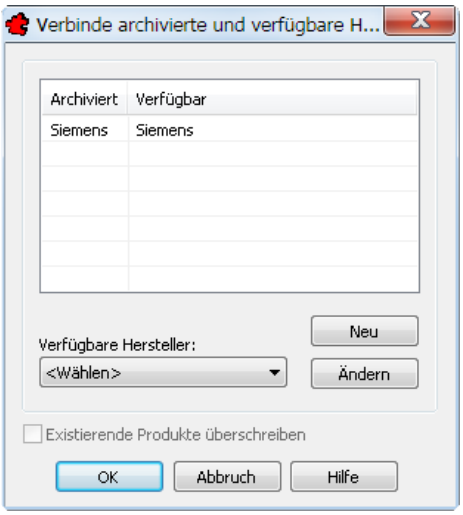

Bild 32.45 – Verbinden des Herstellers
- Hierauf wird die Dialogbox *Verbinde archivierte und verfügbare Hersteller* angezeigt (Abb. 32.45). Hier ist es möglich, den Hersteller im Archiv mit einem auf dem Zielsystem verfügbaren Hersteller zu verbinden (vgl. *Hersteller* ab S. 513).